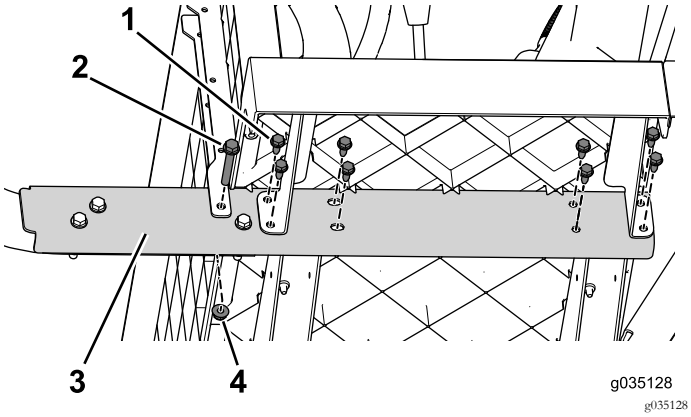

Рисунок 64
3. Выверните фланцевые болты (3/8 x 2-1/2 дюйма) и гайки, которые крепят боковую балку к автомобилю (Рисунок 64). Выполните эти действия на обеих сторонах автомобиля.
4. Двигаясь от передней части в сторону задней части, выверните фланцевые болты (5/16 x 3/4 дюйма), которые крепят боковую балку к автомобилю (Рисунок 64). Выполните эти действия на обеих сторонах автомобиля.